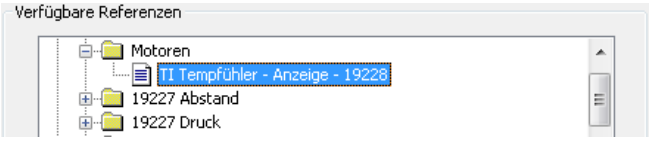

Bild 32.38 – Das verschobene Objekt auf der Zielseite
- Bestätigen Sie, und das Referenzobjekt wird verschoben (Abb. 32.38).